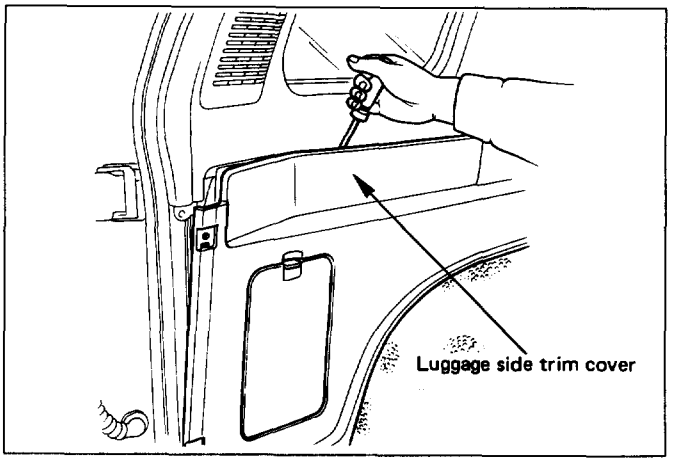

Fig. 10-107
- Remove rear side fixing screws and pry trim cover retainers free from the body panel and upper trim cover. (Fig. 10-107)